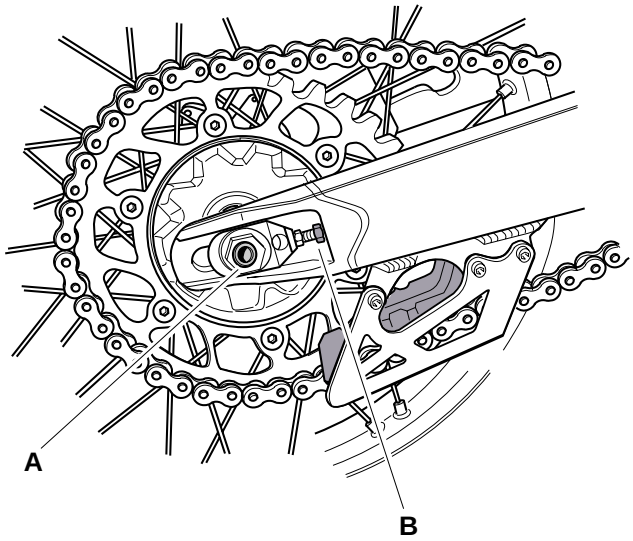

Fig. 30
1. Allentare il dado "A" (Fig.30) sul perno della ruota.
1. Remove the nut "A" (Fig.30) from the wheel shaft.
1. Die Mutter "A" (Abb. 30) der Steckachse abschrauben.
1. Dévisser l'écrou "A" (Fig.30) de l'axe.